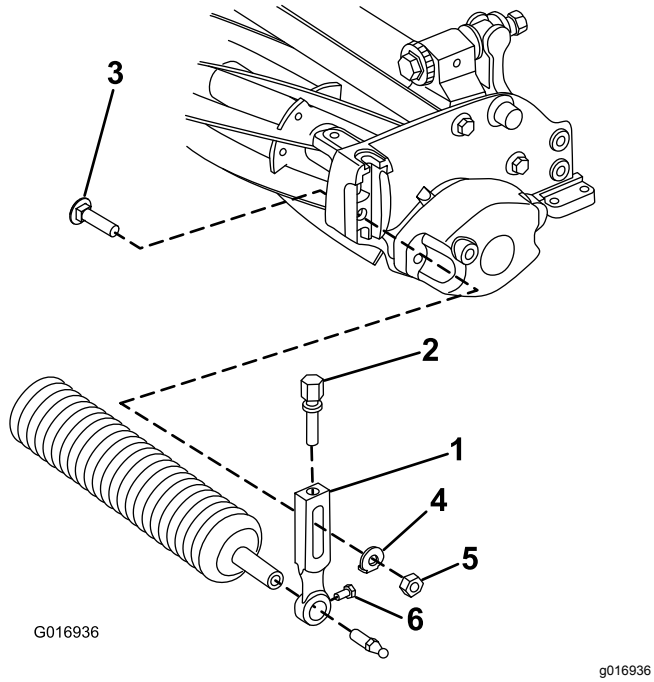

Figur 3
1. Fjern plovbolten, spændeskiven og flangemøtrikken, der fastgør en af klippehøjdearmene til klippeenhedens sideplade (Figur 3).